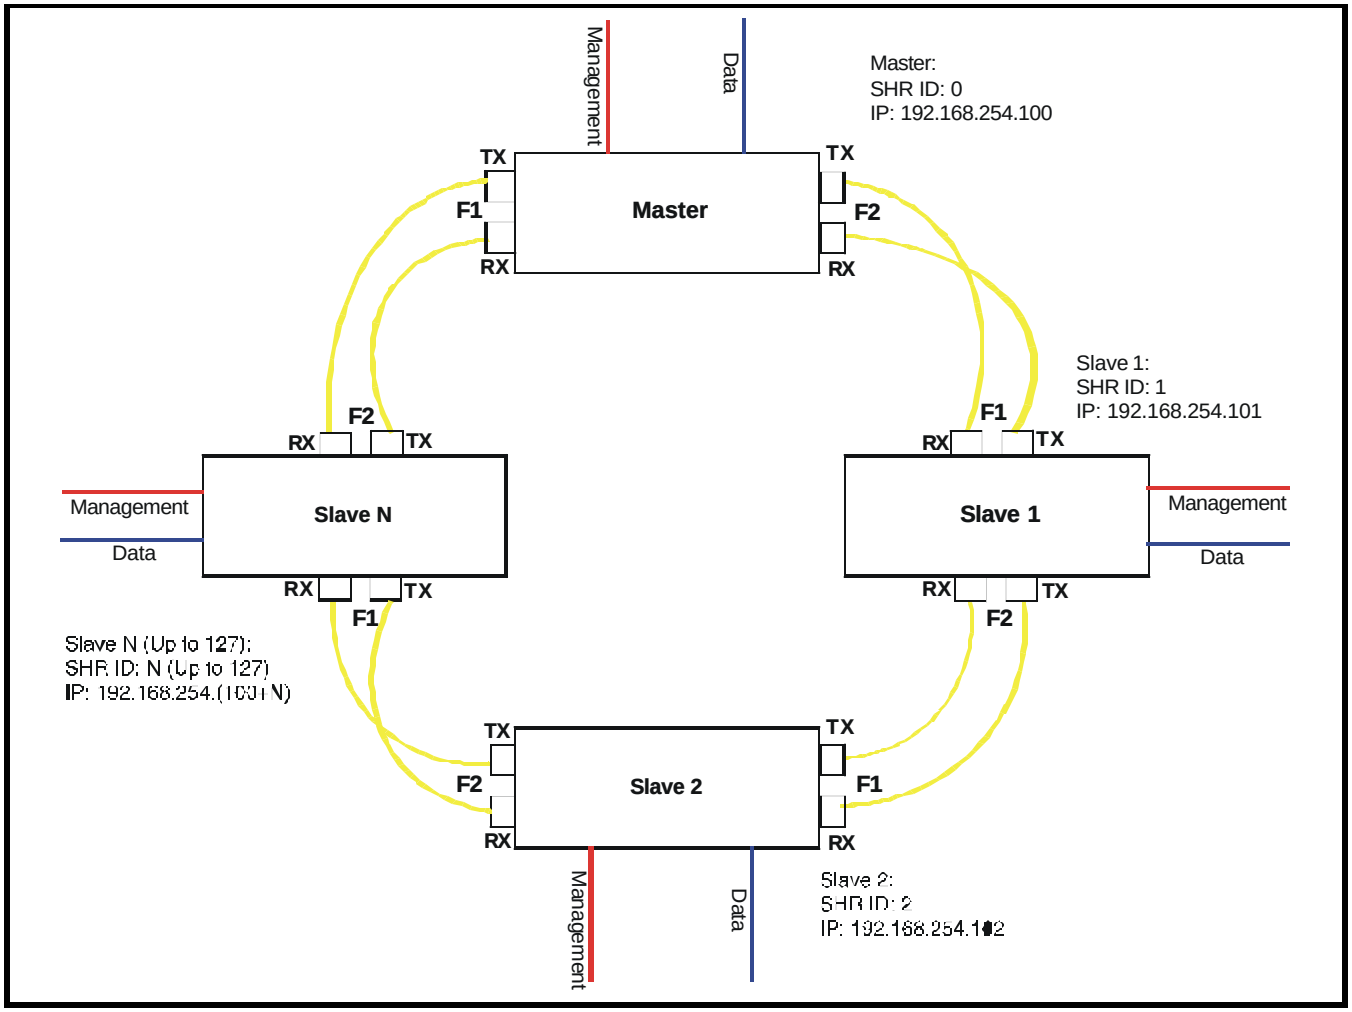

Figure 4. Self-Healing Ring Connection Diagram
To install the TC3720 units, you must first configure them for your specific application (for example, the setup on figure 4). Regardless of how the units are configured, each unit in the ring must have a unique Self Healing Ring (SHR) ID.
Figure 4, depicts the connections, configurations and settings for the SHR setup of one Master and three Slave units for bench testing using the hardware configurations. Follow the instructions below for the configurations for the Master and Slave units.
1. Interconnect the switches in a ring setup using the fiber ports as shown in figure 4. The SHR must be configured as a ring.
2. Connect the Fiber Ports F1 to F2 of adjacent unit (Rx to Tx and Tx to Rx) as shown in Figure 4.
The following LEDs status should be observed to verify the integrity of the units and all connections after power up and all connections have been made as in figure 4: